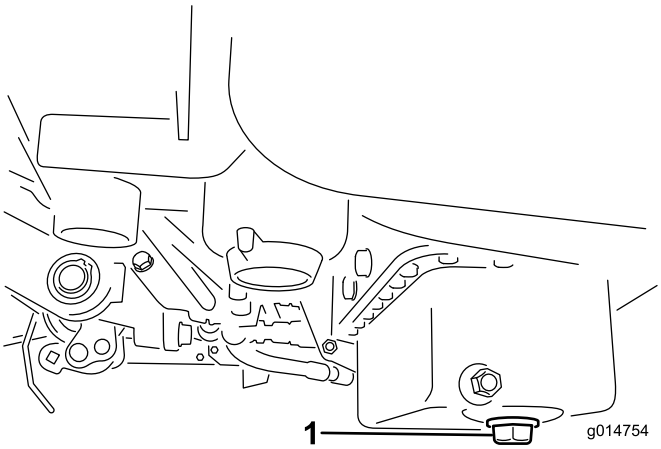

Figur 47
1. Fjern tappepluggen, og la oljen renne ned i et tappefat. Når oljen slutter å renne, setter du tappepluggen på igjen (Figur 47).